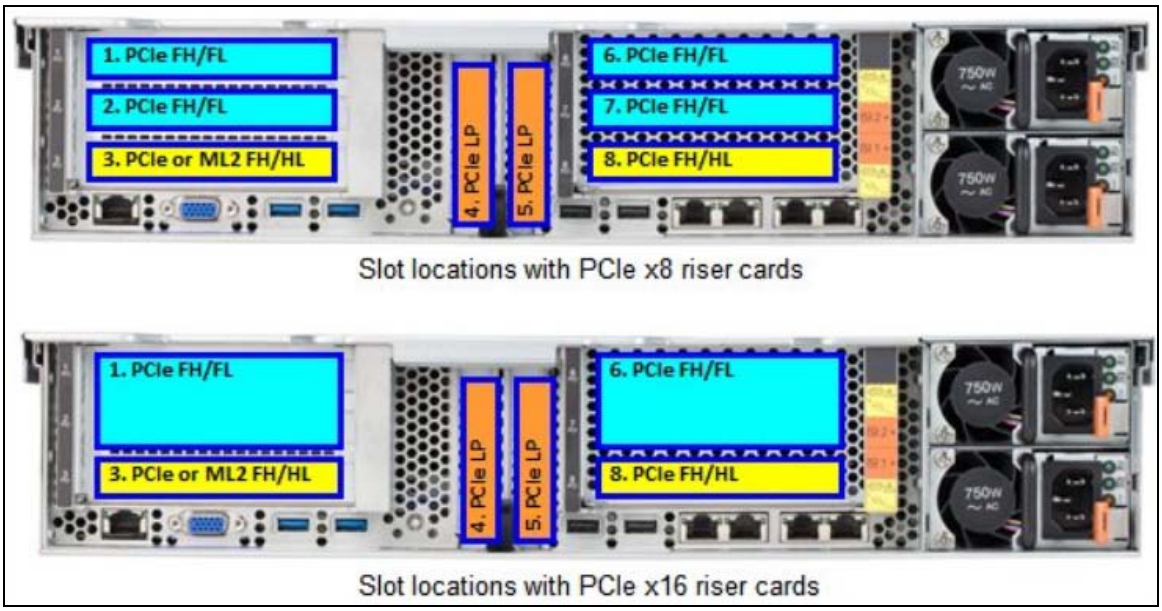

**Figure 28: PCIe slots of the x3650 M5**
**Figure 28** shows the locations of the PCIe slots of the x3650 M5.